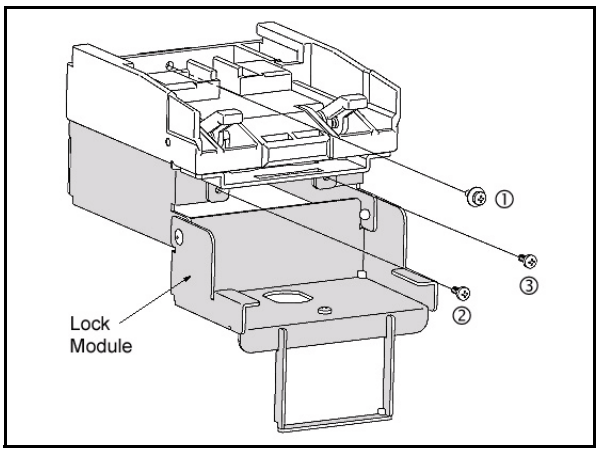

Figure 2-15 Mounting Lock Module on SD Module
2. Attach the Frame C Lock Module to the SD Module Base and insert the mounting screws into the three (3) insertion holes. Use a Phillips Screwdriver to securely tighten each screw to mount the module's together (See Figure 2-15 ① through ②).
Notice that one of the Mounting Screws comes with a Washer Collar; Place this screw on top (See Figure 2-15 ①).